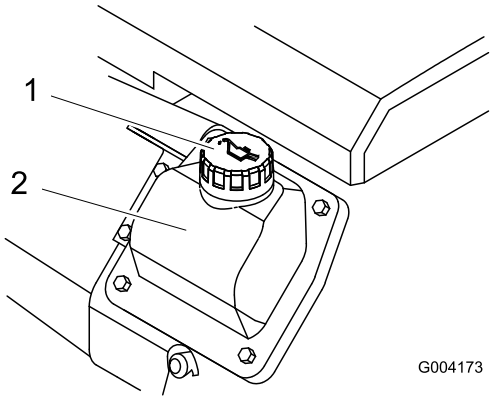

Figur 16
8. Om oljenivån är låg ska du göra rent runt oljepåfyllningslocket och ta bort det (Figur 16).